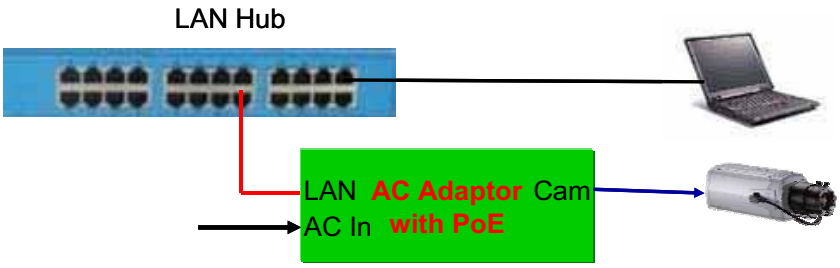

**Figure 2-6. Connecting Network camera and PC using PoE Adaptor**
2) If you have power adaptor with PoE, connect the network camera and PC as illustrated in Figure 2.6. Both power and network connection is made with a single LAN cable.